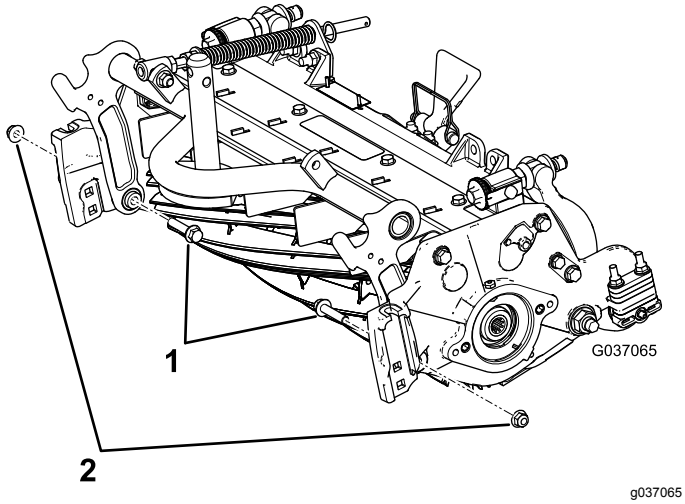

Figur 7
B. Montera de två befintliga flänsskruvarna från insidan av klippenheten och fäst dem med ⅜ tums flänslåsmuttrarna (Figur 7).